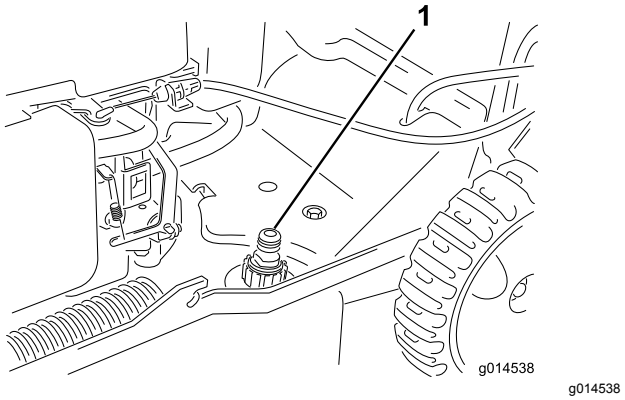

Figuur 18
3. Bevestig een tuinslang die aangesloten is op een kraan aan de wasaansluiting (Figuur 18).